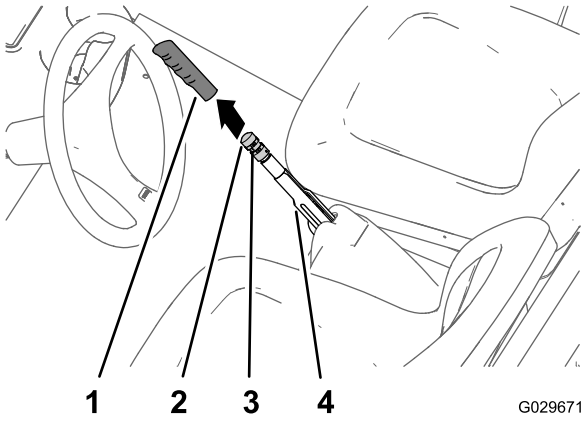

Figura 70
1. Togliete l'impugnatura dalla leva del freno di stazionamento (Figura 70).
2. Allentate la vite a pressione che fissa la manopola di regolazione del freno alla leva del freno di stazionamento (Figura 70).
3. Girate la manopola di regolazione del freno in modo che per azionare la leva del freno di stazionamento occorra una forza di 133-156 N·m (Figura 70).
4. Serrate la vite a pressione e montate l'impugnatura (Figura 70).
1. Togliete l'impugnatura dal freno di stazionamento (Figura 70).
2. Allentate la vite a pressione (Figura 70) che fissa la manopola di regolazione del freno alla leva del freno di stazionamento, rilasciate il freno di stazionamento e allentate la manopola di regolazione del freno.
5. Girate la manopola di regolazione del freno (Figura 70) in modo che per azionare la leva del freno di stazionamento occorra una forza di 133-156 N·m.
C. Girate la manopola di regolazione del freno (Figura 70) in modo che per azionare la leva del freno di stazionamento occorra una forza di 133-156 N·m.
- Serrate la vite a pressione e montate l'impugnatura (Figura 70).